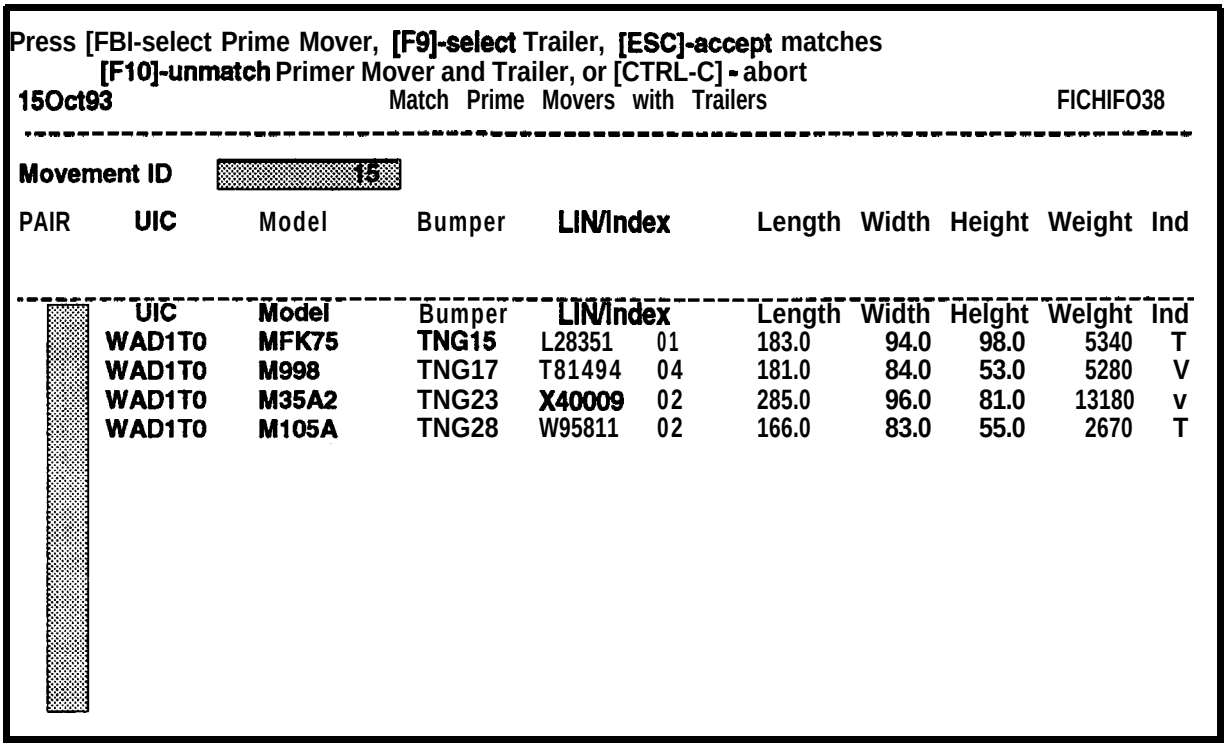

Figure 7-13. Match Prime Movers with Trailers Screen
d. Enter the **Movement ID** number of the desired convoy and press **ESC,** or press **ESC** to accept the displayed Movement ID, or press F6 to display a list of valid Movement IDs. When **F6** is pressed, use the cursor control keys to highlight the correct Movement ID, and then press **ESC** to accept it. A list of vehicles in this convoy will be displayed in the Match Prime Movers with Trailers screen as shown in Figure 7-13.